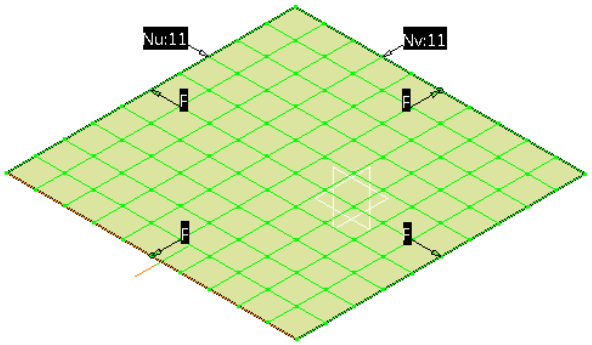

Figure 18-60 *The surface after changing the* ***Nu*** *and* ***Nv*** *options*
3. Similarly, keep on clicking on the vertical **Nv:4** pop-up on the surface until it changes to **Nu:11**. After changing the values, the surface is displayed, as shown in Figure 18-60.